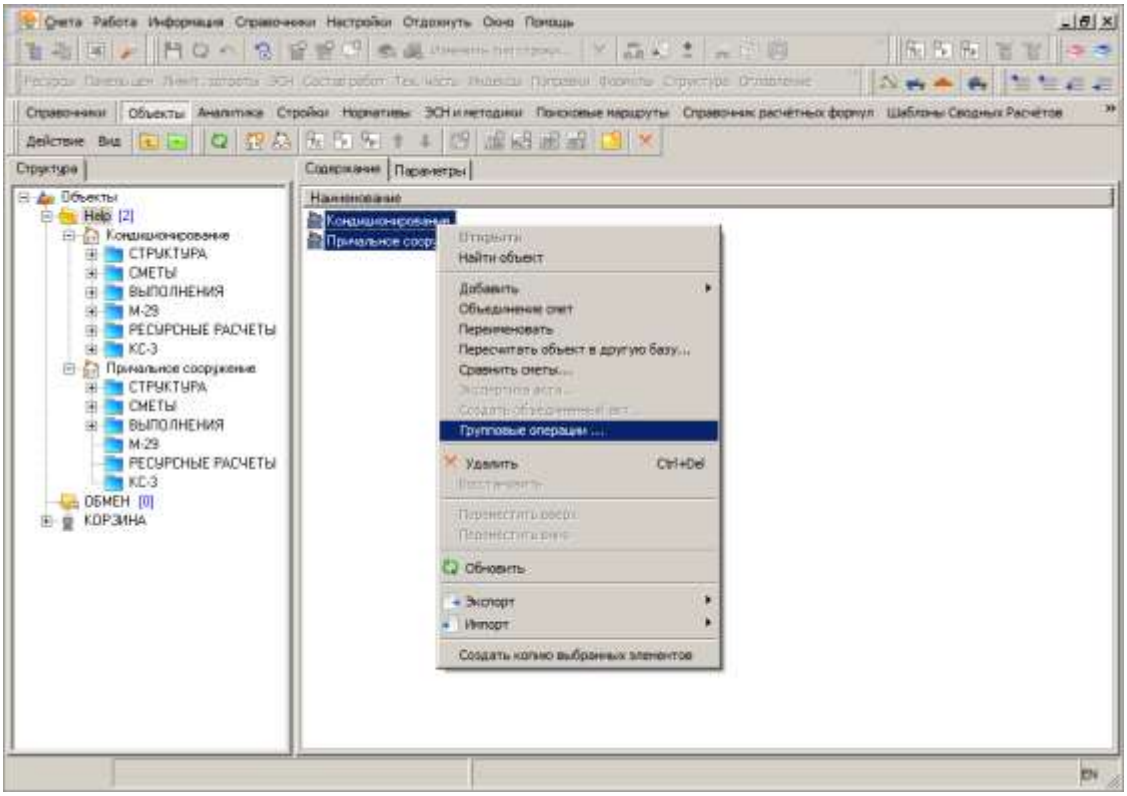

Рис. 2. Вызов контекстного меню
- выбрать пункт меню **Групповые операции...** (см. рис. 2).